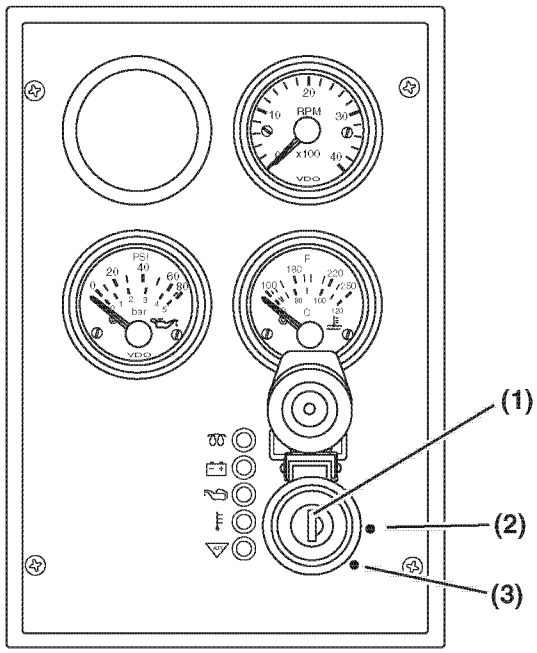
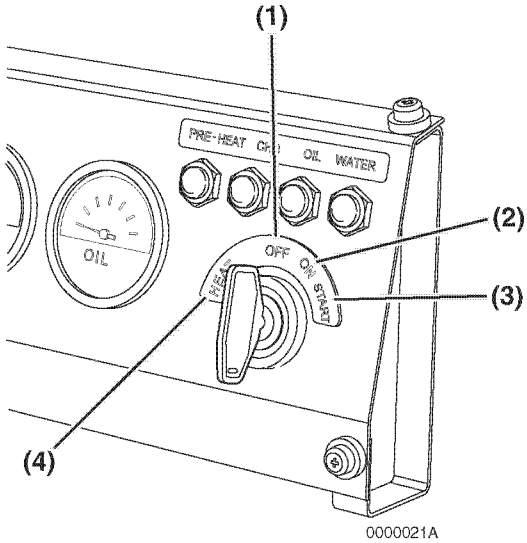

*Figure 12*
*Figure 13*
The key switch for the operator's console illustrated in **Figure 12** has three positions - OFF, ON and START.
**OFF** (key straight up and down) **(Figure 12, (1))** and **(Figure 13, (1))** - When you turn the key to this position the engine shuts down. Electric current to the gauges and indicators is shut off. You can insert and remove the key in this position.
**ON (Figure 12, (2))** and **(Figure 13, (2))** - This is the position the key will be in when the engine is running. When the engine is not running, use this position to energize the gauges, indicators, electric fuel pump and auxiliary devices.
**START (Figure 12, (3))** and **(Figure 13, (3))** - Turn the key to this position to start the engine. As soon as the engine starts, release the key and it will automatically return to the ON position. Some key switches may be equipped with a feature that prevents you from turning the key to the START position while the engine is running. When operating a key switch with this feature, you cannot turn the key to the START position without first returning the key to the OFF position.
The key switch for the operator's console illustrated in **Figure 13** has four positions - OFF, ON, START, and HEAT.
**HEAT (Figure 13, (4))** - You must turn the key to the HEAT position to activate the inlet air heater. The indicator will flash for several seconds when you turn the key to HEAT. You can turn the key to START when the indicator goes out.